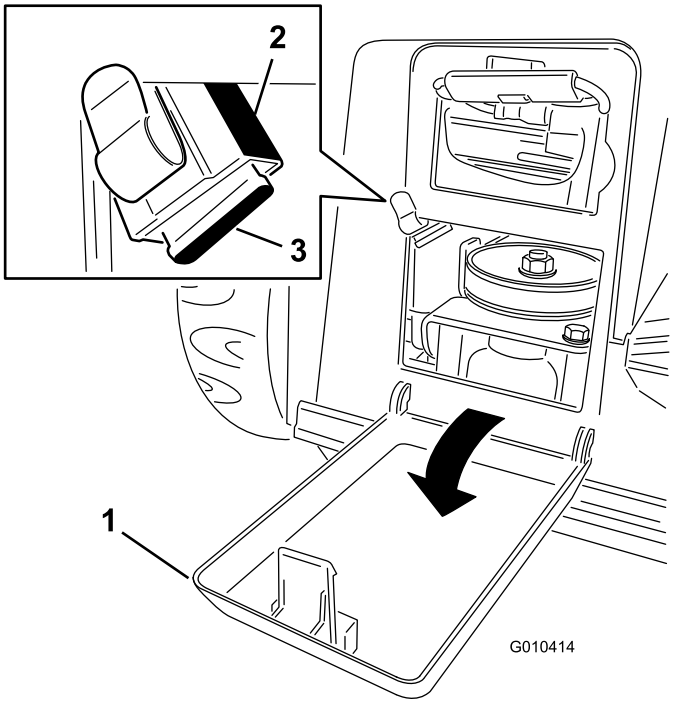

Figure 9
1. Ouvrez le couvercle de la batterie (Figure 9).
2. Localisez le porte-fusible dans l'angle supérieur gauche de l'ouverture du compartiment de la batterie (Figure 9).